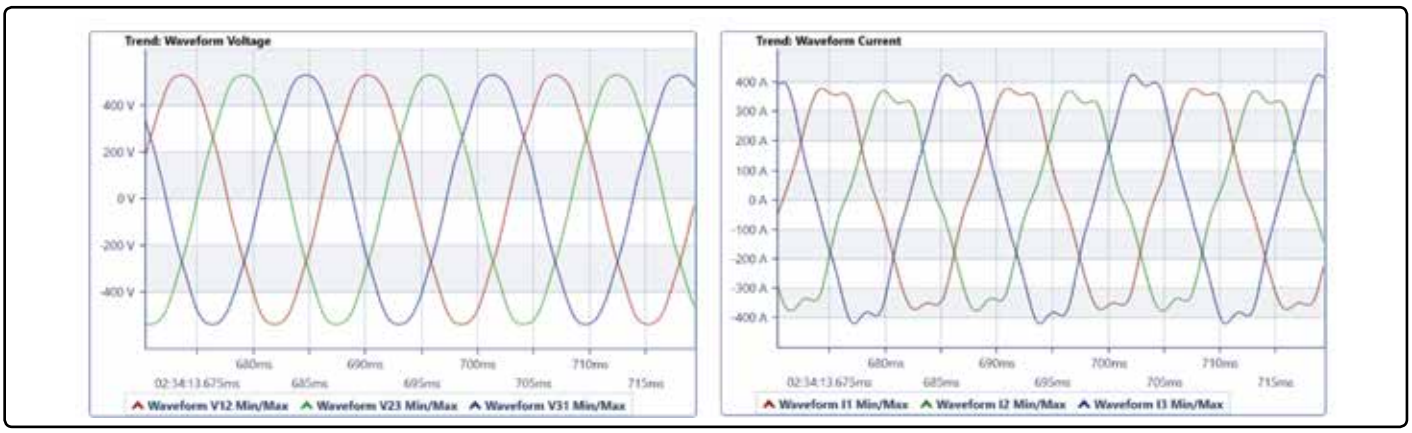
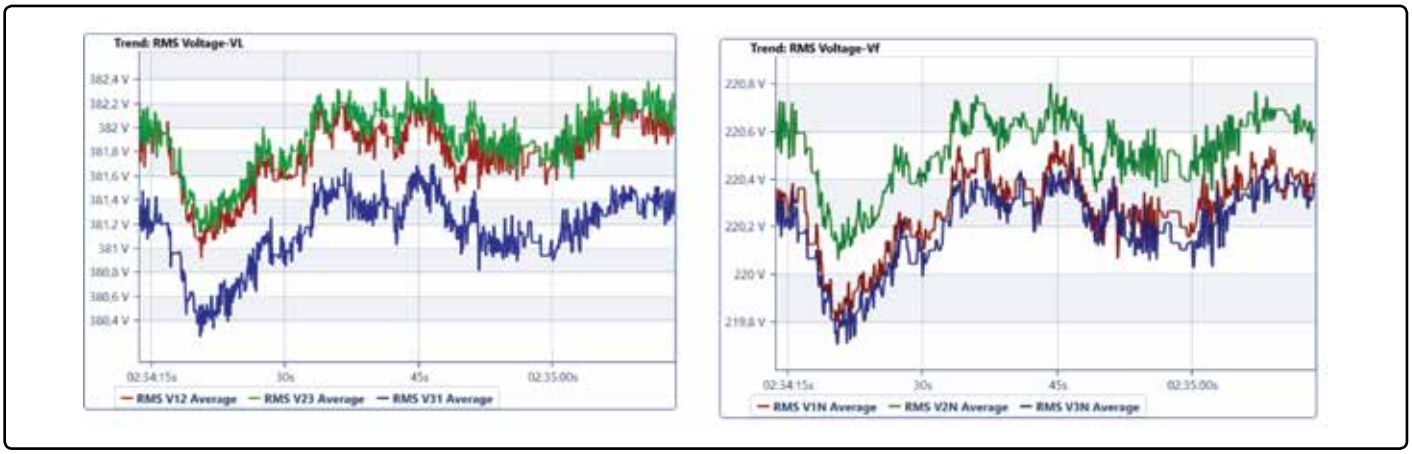

***Figura 1 – Representação das formas de onda de sinais de tensão e corrente e ângulo de defasamento.***
***Figura 2 – Registros de tensões eficazes de linha (VL) (a) e de tensões de fase (Vf) (b) V (rms).***
A Figura 1 apresenta os sinais de tensão e corrente gravados em um barramento e um circuito alimentador de carga hospitalar. Note-se que o sinal de tensão apresenta leve e até imperceptível deformação da forma de onda, enquanto a deformação da forma de onda de corrente tem clara percepção. Esta deformação da forma de onda é chamada de deformação harmônica e será tratada com mais detalhes mais a frente.
O ângulo $\varphi$ é apresentado de forma aproximada também na Figura 1 e representa a defasagem entre os sinais de corrente. Na representação vetorial no regime jw é o ângulo de defasagem entre tensão e corrente de uma mesma fase, ou simplesmente é "ângulo de defasamento da carga". O cosseno deste ângulo $\cos\phi$ é o fator de potência da carga na frequência fundamental.
*Nota: A forma de representação acima considera tensões de "linha / tensão de fase", sendo tensões de linha aquelas entre duas fases e tensões de fase entre cada uma das fases em relação ao neutro. Assim, um sistema de alimentação trifásico (3ϕ) com tensão de alimentação 380/220V terá medições de tensão de linha e de fase como representado na Figura 2 e que apresenta o registro de tensões eficazes referentes ao mesmo local onde foi registrado o sinal de tensão senoidal da Figura 1.*